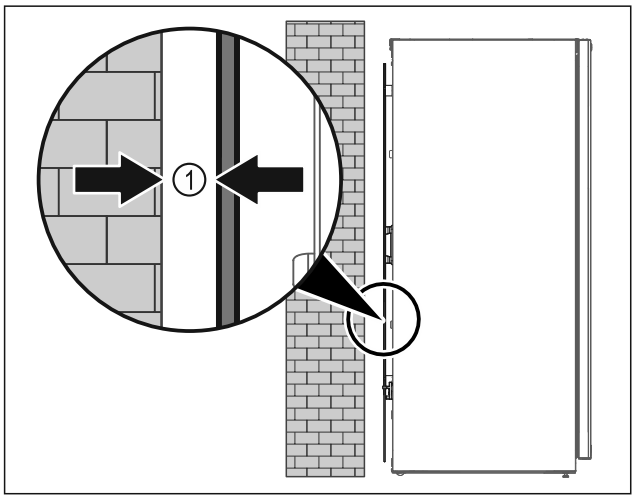

Fig. 52
▶ Установите устройство или свободно в помещении или прямо к стене на расстоянии 5 мм *Fig. 52 (1)*.